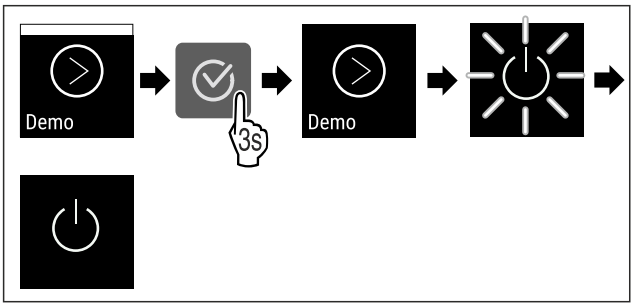

Fig. 101
▶ Suivre les étapes (voir Fig. 101) .